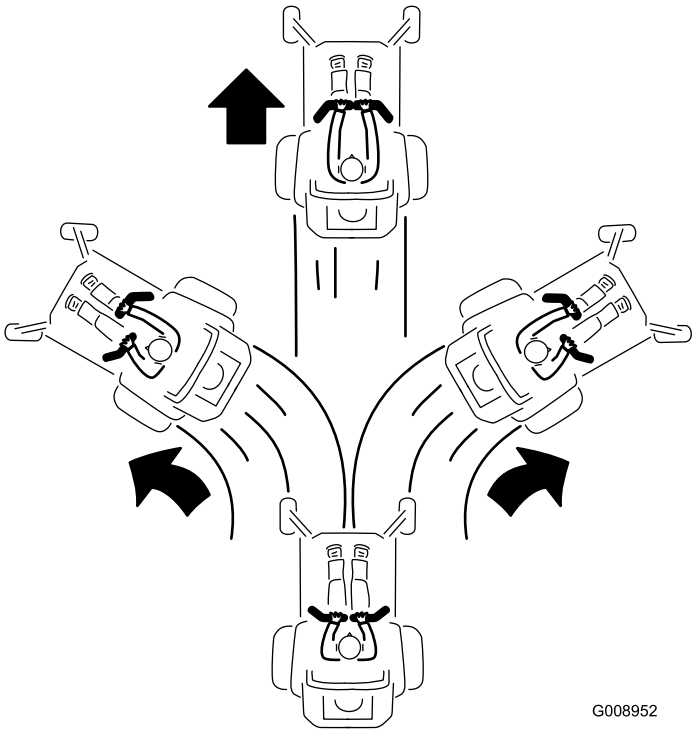

Figure 24
3. Pour vous déplacer en marche avant, poussez doucement les leviers de commande de déplacement vers l'avant (Figure 24).